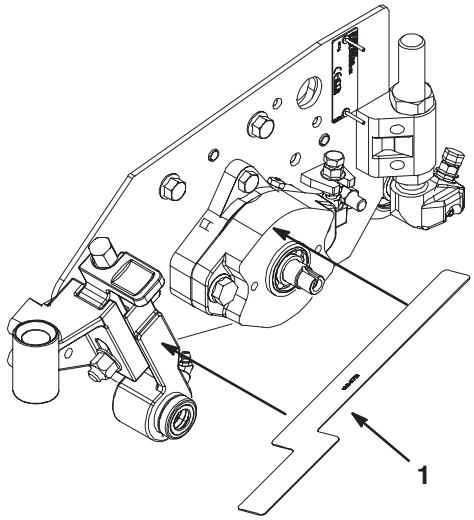

Figure 5
9. Position the edge of the alignment tool onto the flat surfaces of the drive assembly and the LH height of cut assembly, as shown in figure 5. If the surfaces do not align, the LH height of cut assembly can be adjusted in or out by adding or substituting .406 ID x .812 OD x .030 thk. washers. The surfaces should be aligned to within .030 in.